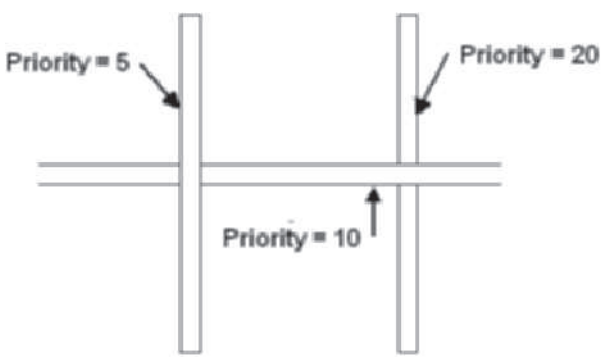

FIGURE 3.14 *Walls with low priority numbers overriding walls with high priority numbers*
18. The Priority field allows you to assign a priority number to control how the wall component will clean up with other walls. Wall components with the same priority number will merge when walls intersect. Components with low priority numbers will override the display of wall components with higher priority numbers as shown in Figure 3.14.
The walls shown in Figure 3.14 were drawn with priorities of 5, 10, and 20. The horizontal wall and the left wall have low component priority; therefore, they override the display of the wall component with a priority of 20. Assigning priority numbers to wall components would be useful for controlling the display of components of fire-rated walls. Fire-rated walls are displayed without penetrations from other non-rated walls. Therefore, in the example shown in Figure 3.14, the right vertical wall could correctly represent a non-rated wall that intersects the horizontal fire-rated wall.